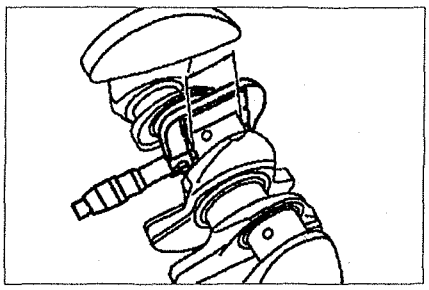

Рис. 2.73. Измерение размеров шатунных шеек коленчатого вала.
3. Измерьте размеры шатунных шеек коленчатого вала (см.рис.2.73).